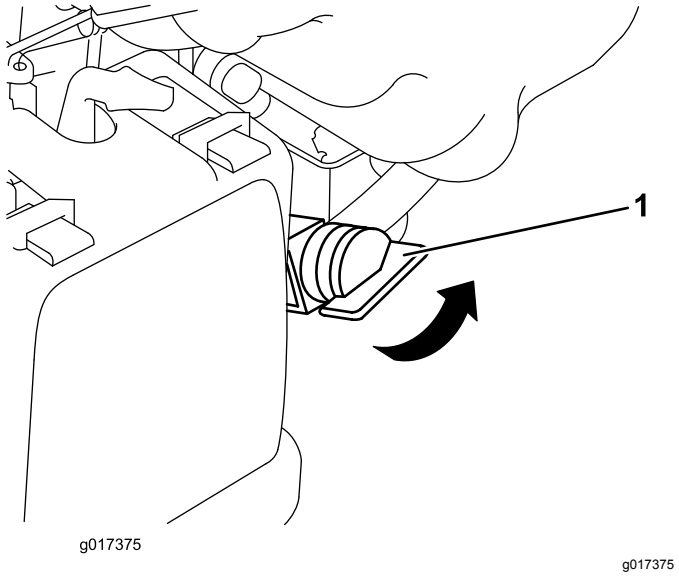

Figur 12
2. Vri drivstoffventilen til PÅ-stilling (Figur 12).